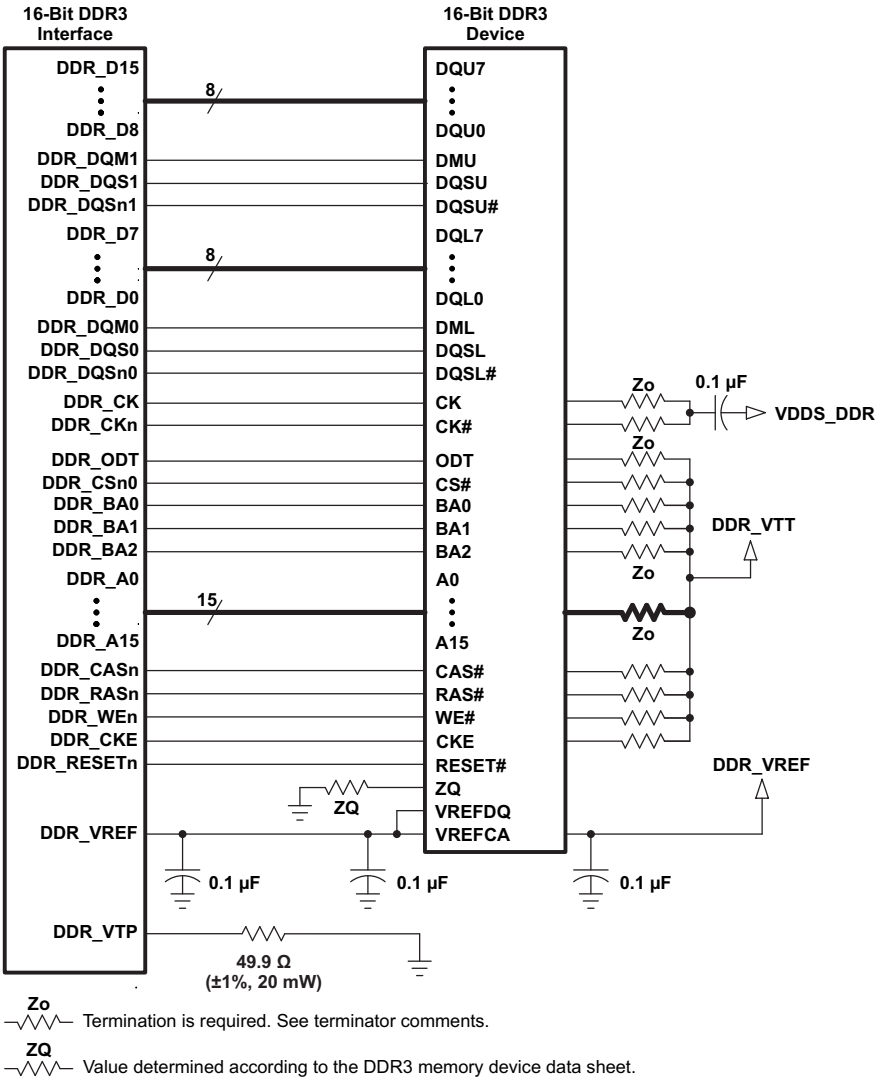
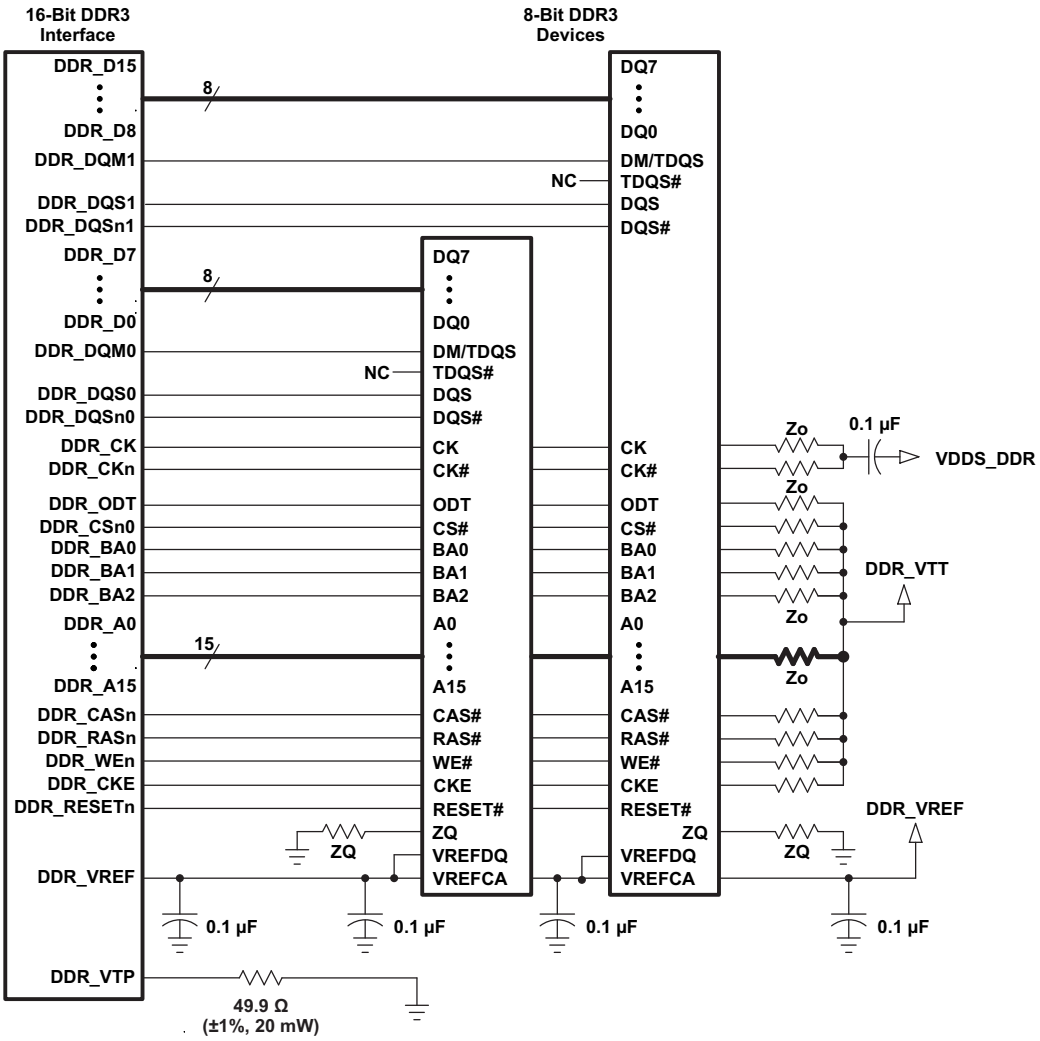

Figure 7-47. 16-Bit DDR3 Interface Using One 16-Bit DDR3 Device with V_{TT} Termination
Figure 7-49. 16-Bit DDR3 Interface Using Two 8-Bit DDR3 Devices
The DDR3 interface schematic varies, depending upon the width of the DDR3 devices used. Figure 7-47 shows the schematic connections for 16-bit interface on AM335x device using one x16 DDR3 device and Figure 7-49 shows the schematic connections for 16-bit interface on AM335x device using two x8 DDR3 devices. The AM335x DDR3 memory interface only supports 16-bit wide mode of operation. The AM335x device can only source one load connected to the DQS[x] and DQ[x] net class signals and two loads connected to the CK and ADDR_CTRL net class signals. For more information related to net classes, see Section 7.7.2.3.3.8.
(1) For valid DDR3 device configurations and device counts, see Section 7.7.2.3.3.1, Figure 7-47, and Figure 7-49.